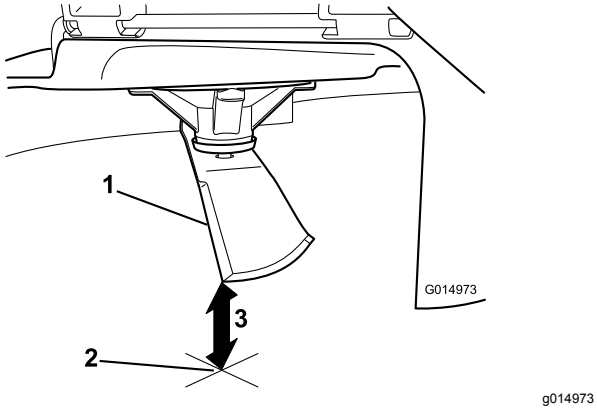

Figuur 104
3. Meet de afstand tussen het uiteinde van het mes en de vlakke ondergrond (Figuur 104).